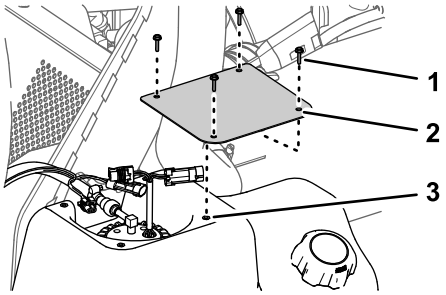

**Figur 82**
2. På bränsletanken tar du bort de fyra skruvarna (nr 10 x ¾ tum) som säkrar kåpan på bränsletankens övre del och tar bort kåpan (Figur 82).